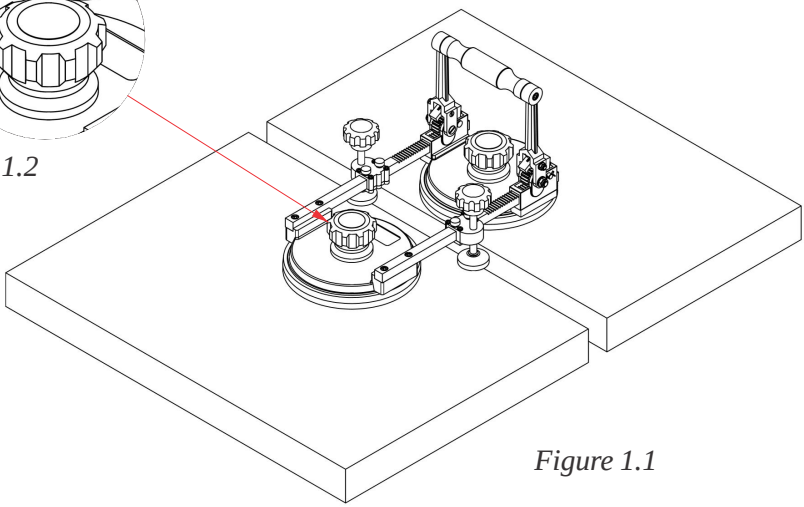

Figure 1.1
- Place the ratchet seam setter on the two pieces of (stones, slabs, or tiles) (Figure 1.1), position a suction cup on each side to be joined.